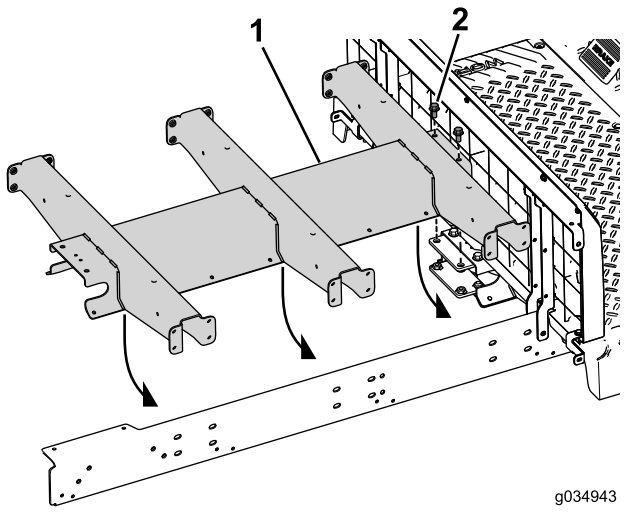

Figur 24
4. Sett inn de to boltene (3/8 x 3/4 tomme) gjennom midtkanalen og det bakre festet (Figur 24).